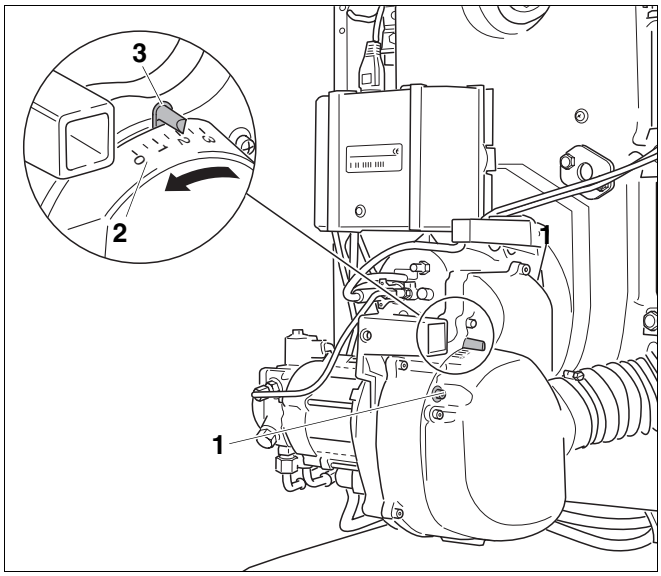

Rys. 24 Nastawienie przysłony powietrza
- Poluzować element ustalający pozycję przysłony powietrza (ALF) (rys. 24, **poz. 1**).
Należy pamiętać przy tym, że wyższe ciśnienie dmuchawy osiąga się poprzez przesunięcie regulatora na mniejsze wartości na skali. Odpowiada to kierunkowi strzałki na rys. 24.